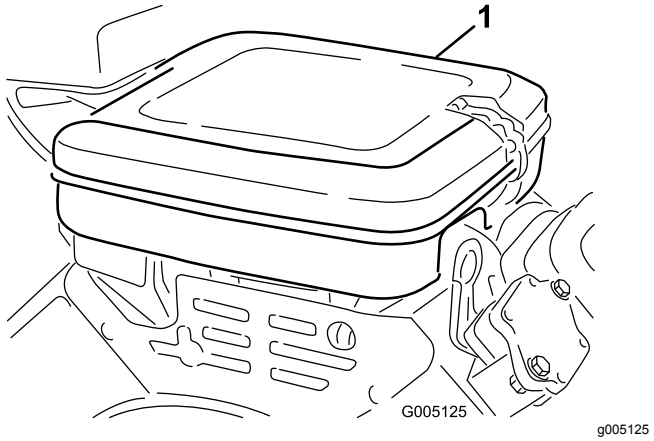

Figur 25
1. Rengör kåpan ordentligt (Figur 25).